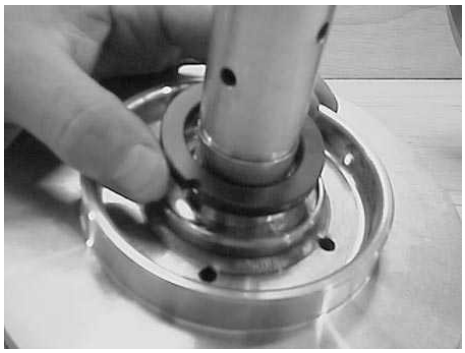

Fig 9
5.11 Remove the Sleeve Spacer (02.69) and remove the Front Sleeve as 5.10 (02.86), and remove the two 'O' Rings (02.OR1) from their grooves. Remove Front Thrust Washer (02.07) from its location behind the Impeller (06.06).- **Fig. 9**